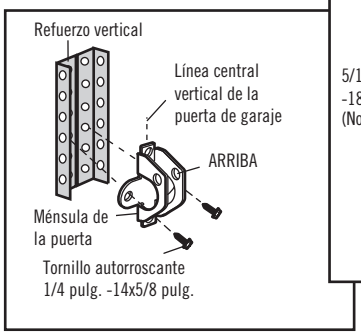

Figura 2A
- Taladre los orificios de sujeción de 3/16 de pulg. Fije la ménsula de la puerta con dos tornillos autorroscantes de 1/4 de pulg.-14 x 5/8 de pulg. (Figura 2A)